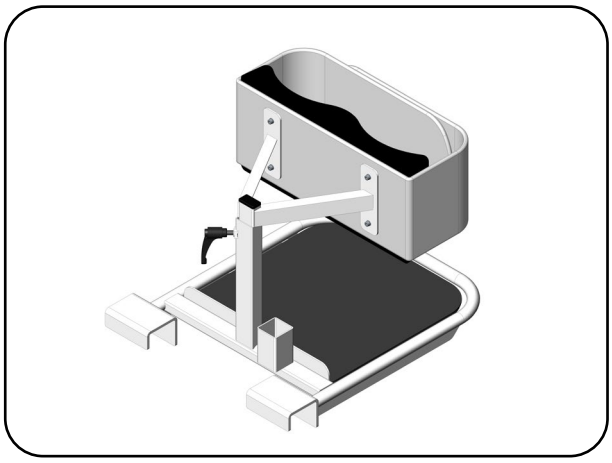

Abb. 6.4.03 - montierter aks-Wadengurt
3. Der aks-Wadengurt ist einsatzbereit. (Abb. 6.4.03).